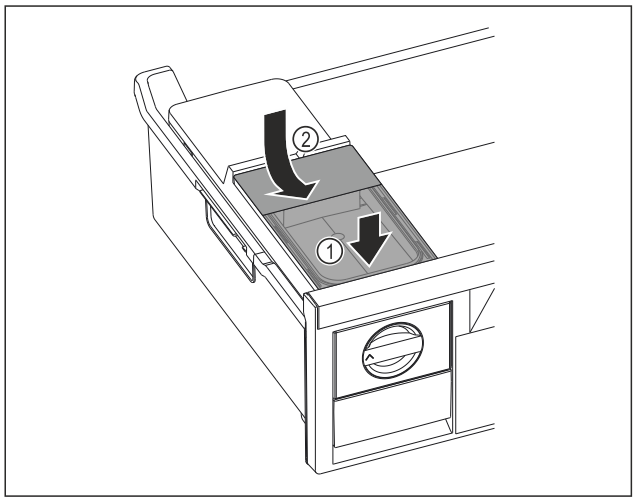

Fig. 162
▶ Placer le réservoir d'eau à l'avant. *Fig. 162 (1)*
▶ Abaisser le réservoir d'eau à l'arrière. *Fig. 162 (2)*